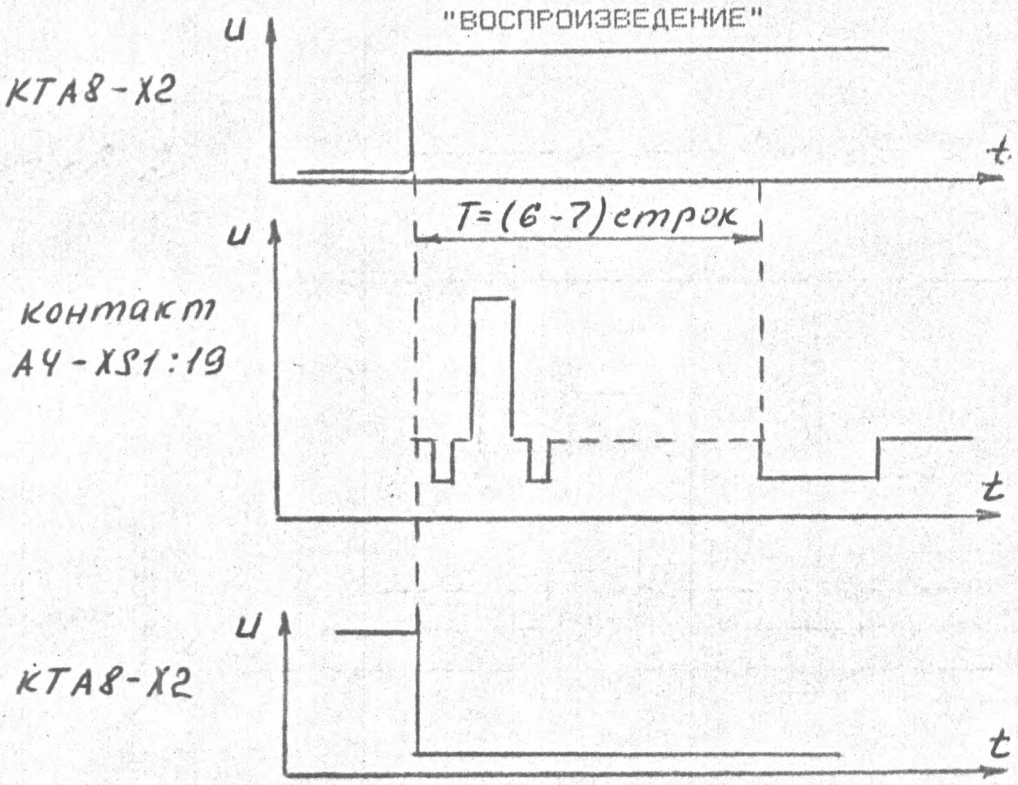

РИС. 7.3.
7.5.2.3. ОТРЕГУЛИРУЙТЕ РЕЗИСТОРОМ А8-R28 ФАЗУ ВИДЕОСИГНАЛА ТАК ЧТОБЫ ВРЕМЕННОЙ ИНТЕРВАЛ "Т" БЫЛ (6-7) СТРОК ОТНОСИТЕЛЬНО ПОЛОЖИТЕЛЬНОГО ИЛИ ОТРИЦАТЕЛЬНОГО ФРОНТА ИМПУЛЬСА КОММУТАЦИИ (РИС.7.3).